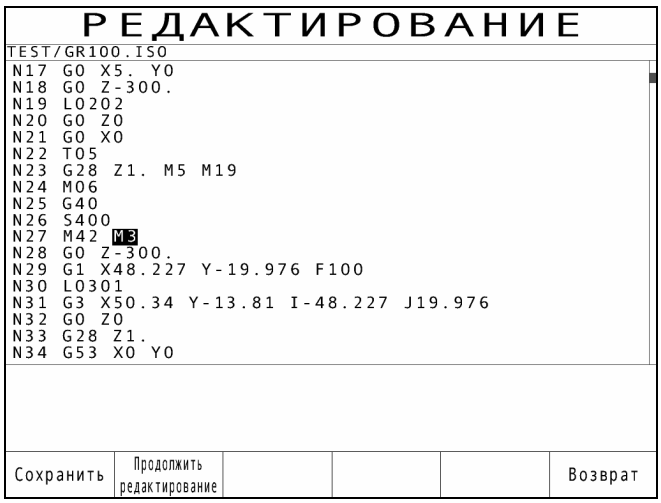

Рис. 5.3
5.3.2. При нажатии клавиши F6 ("Возврат") на экране индицируется меню рис. 5.3.
После окончания редактирования для сохранения файла необходимо нажать клавишу F6 ("Возврат"). После появления меню рис. 5.3 необходимо нажать клавишу F1 ("Сохранить"). Происходит сохранение файла с УП, на экране индицируется соответствующее сообщение.